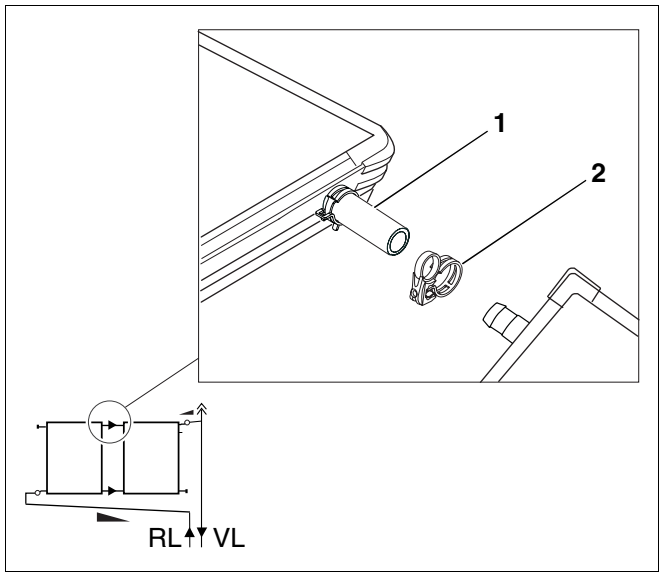

Afb. 34 Veerklemringen over de slang trekken
De veerklemring is (afb. 34, **pos. 2**) met een rubberen band aan de slang (afb. 34, **pos. 1**) bevestigd.
- Vooraleer de volgende collector geplaatst wordt, moeten eerst de veerklemringen (afb. 34, **pos. 2**) over de voorgemonteerde slangen (afb. 34, **pos. 1**) getrokken worden.
Let erop, dat de tweede veerklemring (afb. 34, **pos. 2**) op de slang zit.